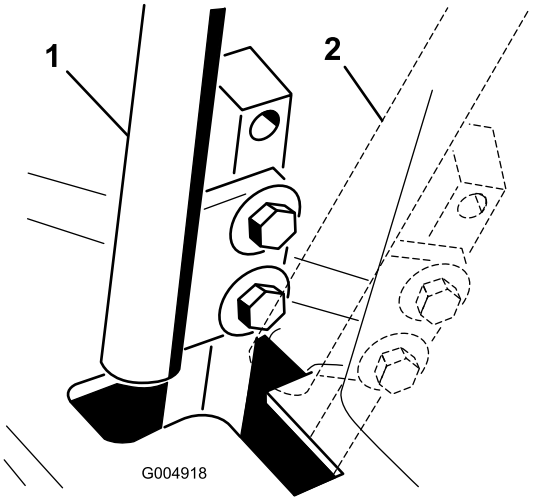

Figur 57
4. Flytta spaken till neutralläget, men **lås inte fast den** (Figur 57).
6. Kontrollera var rörelsereglaget står i relation till spåret i konsolen (Figur 57).